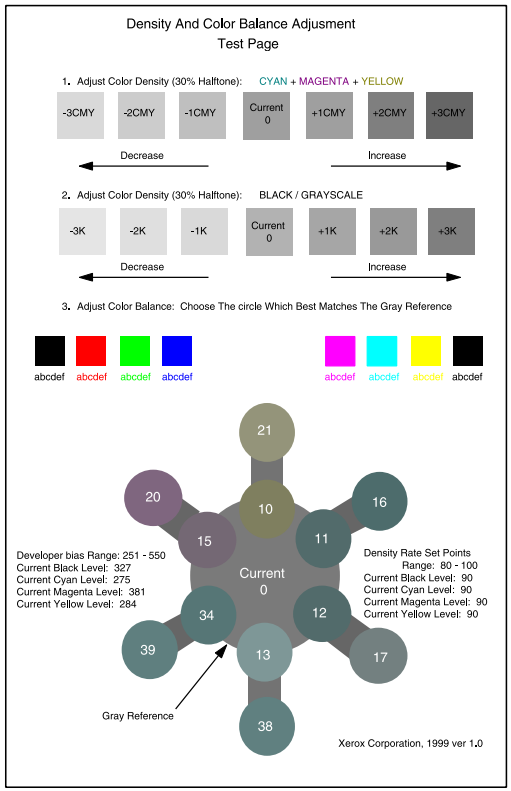

Рисунок 1. Тест-лист плотности и цветового баланса
1. (Рисунок 1): Проверьте вместе с пользователем текущую плотность и цветовой баланс.